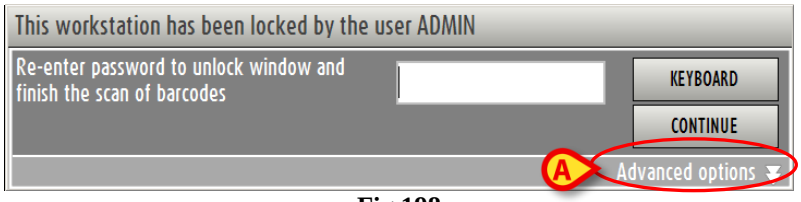

Fig 198
- click the option “Advanced options” on the window requesting password (Fig 198).